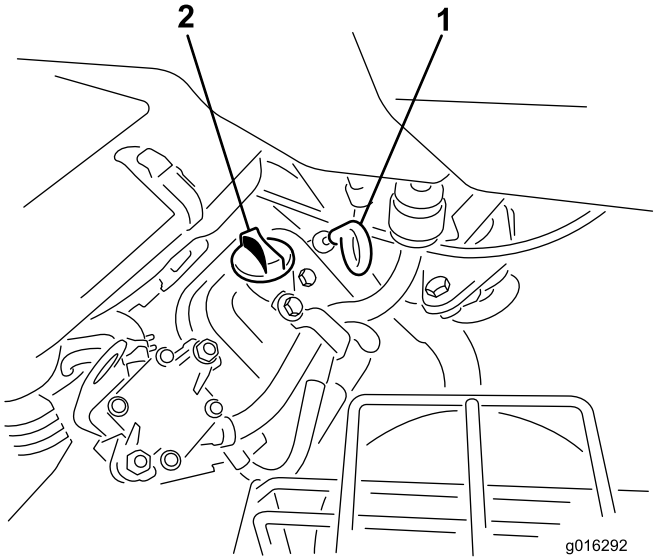

Figur 28
2. Fjern målepinden, og aftør den med en ren klud. Sæt målepinden ned i målepindsrøret, og sørg for, at den sidder helt i bund (Figur 28).